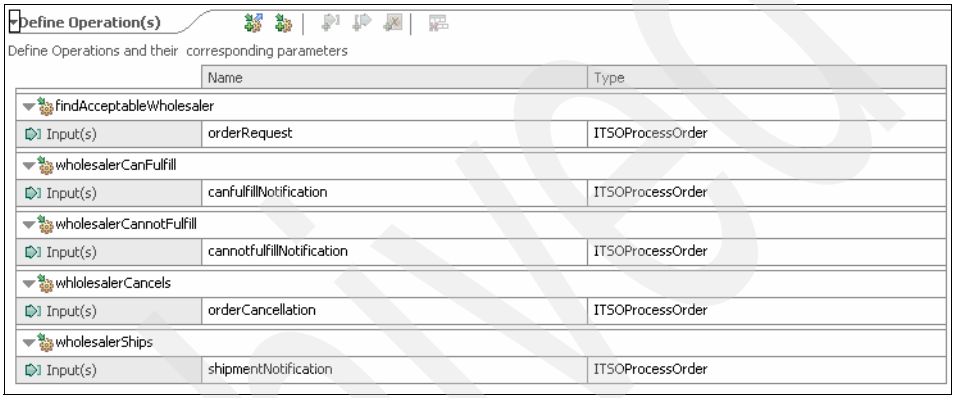

Figure 11-11 The interface BSMEvents_I
1. In the ITSOElectronics module, create the interface BSMEvents_I by right-clicking **ITSOElectronics** and selecting **New** → **Interface**. The interface consists of five one-way operations, each with one input. Figure 11-11 shows how the operations should look.